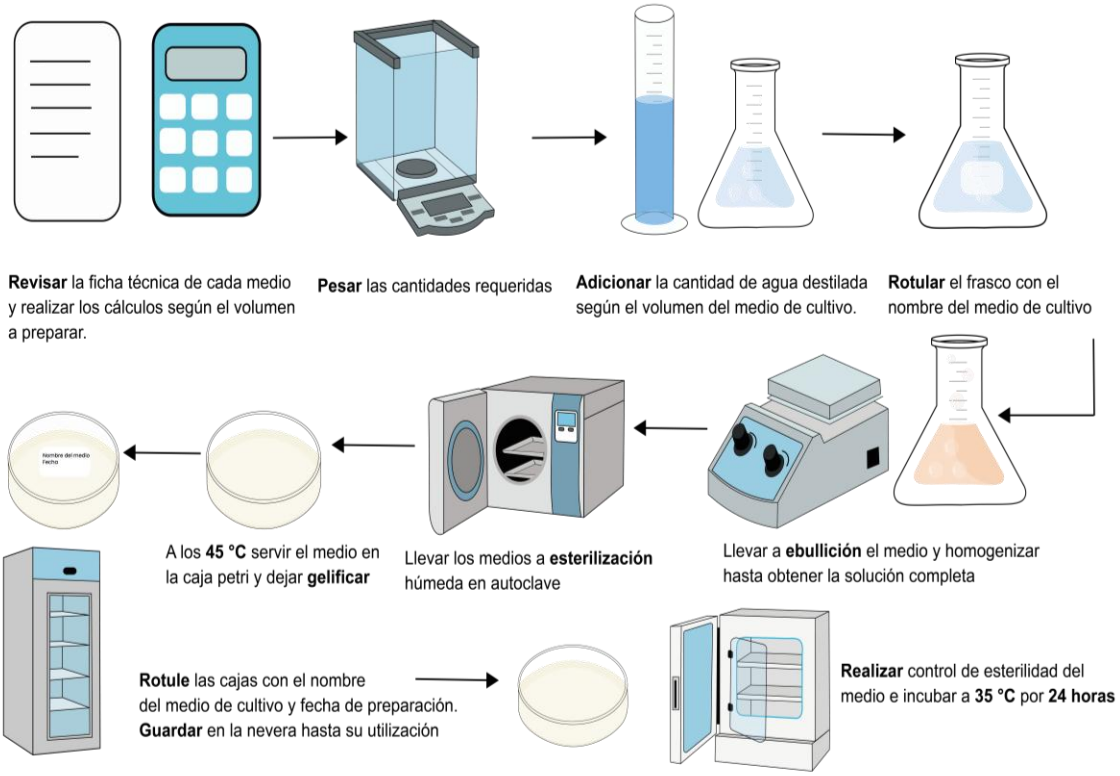

Figura 2. Paso a paso para la preparación de medios de cultivo
12. Realizar control de esterilidad del medio de cultivo, tomando cajas e incubándolas a 35ºC por 24 horas. Figura 2.